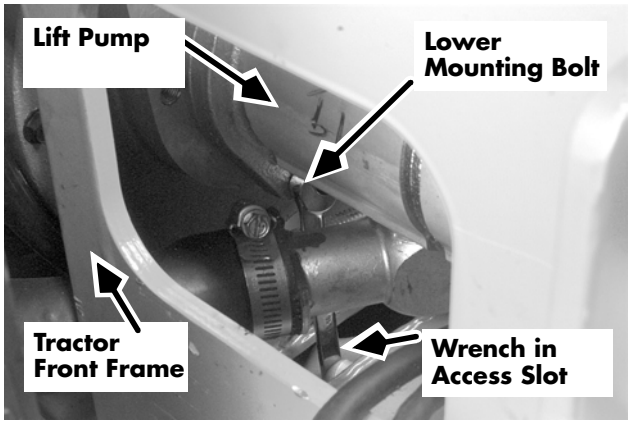

Figure 7-114: Lift Pump, Accessing Lower Mounting Bolt
13. Working from the battery compartment through the access slot, loosen the lower lift pump mounting bolt. See Figure 7-114.
spline to the lift motor and attach the lift pump to the lift motor with the two mounting bolts. Tighten and torque to 20 ft. lbs. (27 Nm). Access the lower bolt through the access slot in the battery compartment. See Figure 7-114 on page 7-137.